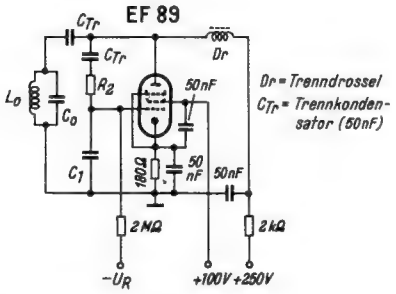

Bild 11. Die Röhre EF 89 als regelbare Induktivität
F. Beispiel nach Bild 11
L_B' = die Ersatzinduktivität der Blindröhre für Fall 1, wie in Versuchsschaltung Bild 11 angenommen, berechnet nach Tabelle 1: $L = \frac{C_1 \cdot R_2}{S}$